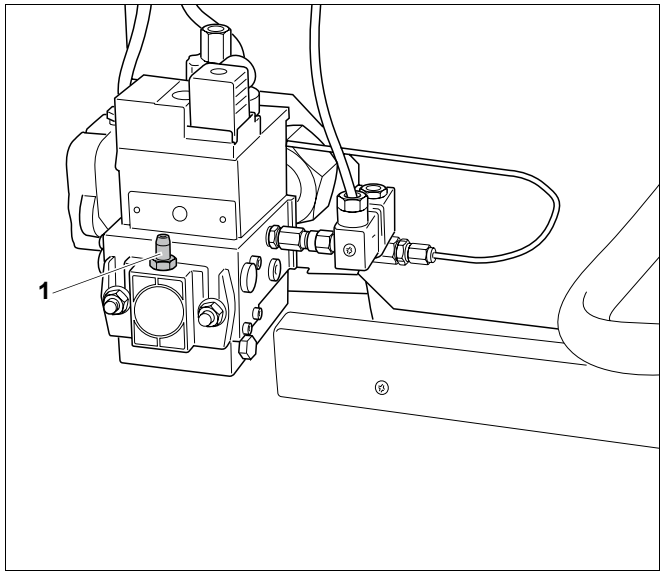

Рис. 5 Удаление воздуха из газопровода
- Открутить запорный болт контрольного ниппеля подаваемого давления газа и удаления воздуха (рис. 5, **поз. 1**) на газовой арматуре на два витка и вставить шланг.